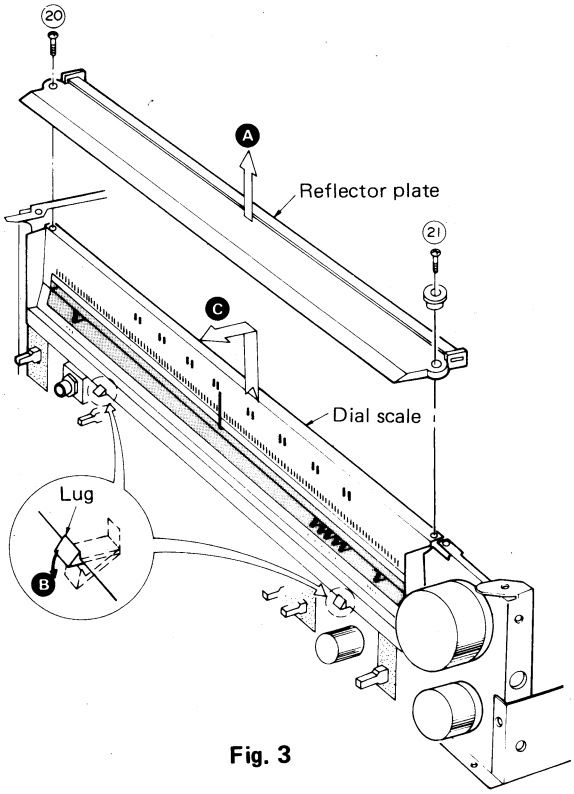

Fig. 3
2. Remove the 2 setscrews [Fig. 3: ⑳,㉑] to detach the reflector plate in the direction of the arrow Ⓐ.